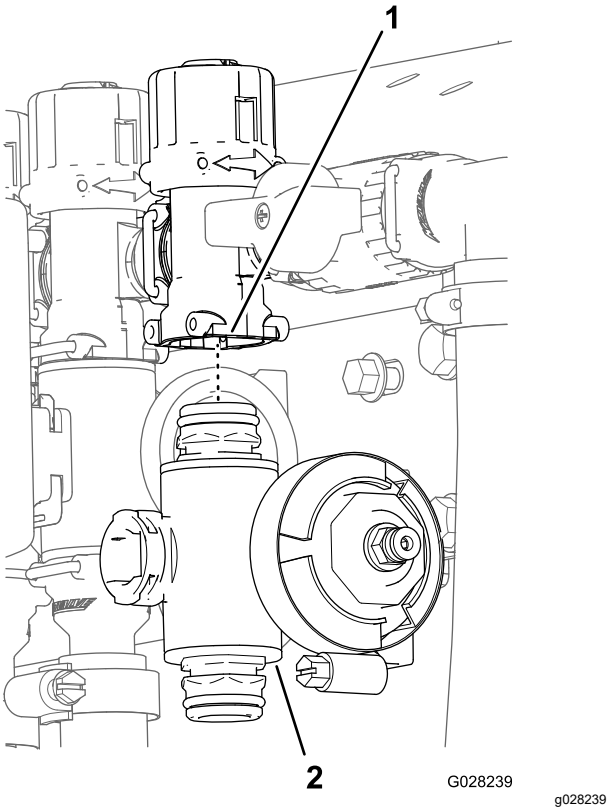

**Figura 76**
3. Para as válvulas de seção esquerda ou direita, remova os parafusos de cabeça flangeada e as contraporcas flangeadas que prendem a(s) válvula(s) de seção ao suporte da válvula e remova o(s) coletor(es) da válvula da máquina; para a válvula da seção central, remova o coletor da válvula de seção da máquina (Figura 76).